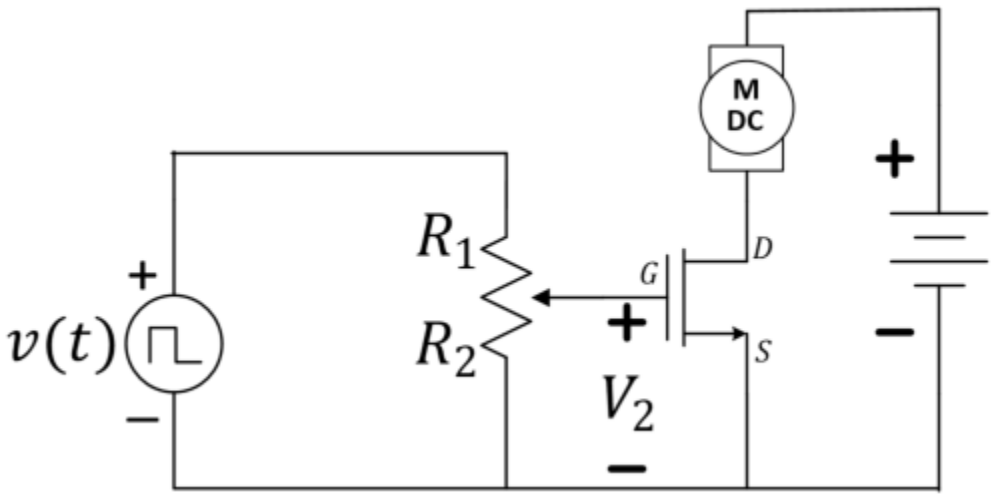

***Figure 2**: Slowing the motor speed in the motor-drive circuit.*
Use the function generator to slow the motor as shown in Figure 2 below. Use a square wave with **the same frequency, amplitude, and offset as your previous oscillator measurements** while driving the blue LED. The offset voltage is necessary to make your signal go from 0 volts to something near the battery voltage instead of a voltage that goes negative relative to the reference/ground node. Observe the voltage V_2 on the oscilloscope's Channel 1 (press the **2** until Channel 2 turns off). Note that you will need to make sure the battery is *only* connected between the motor and the source (S) pin of the MOSFET. It should ***not*** be connected to the positive terminal of the function generator.